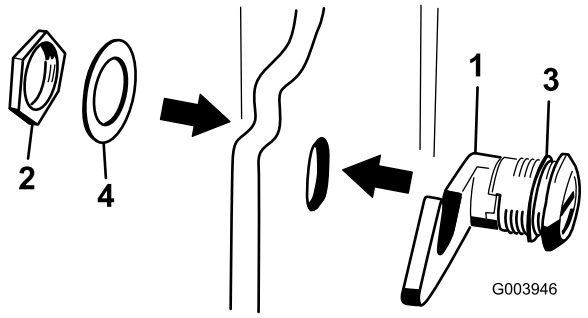

Figur 18
3. Demontera muttern från motorhuvsspärren (Figur 18).